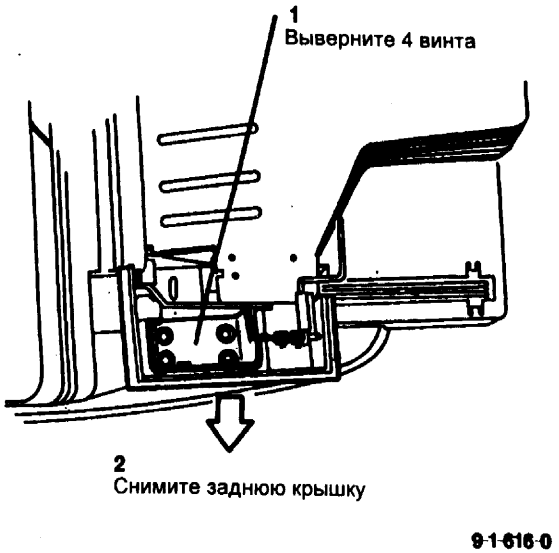

Рис. 2 Снятие задней крышки сортера
4. (Рис. 2) Снимите заднюю крышку сортера.